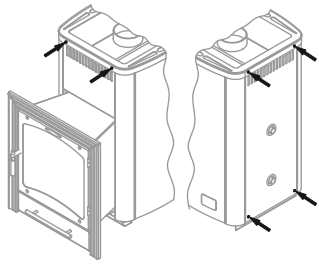

Рисунок 9. Винты для демонтажа конвектора печи
2) Снять конвектор, открутив 6 саморезов (рисунок 9);